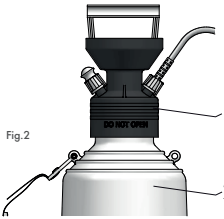

Fig.2
Do not remove the head (fig. 2/pos. 1) from the tank (fig. 2/pos. 2).